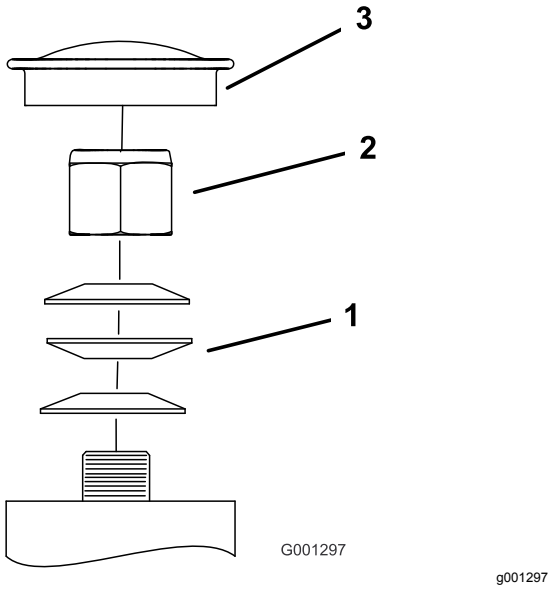

図 57
3. キャスタからダストキャップを外してロックナットを締め付ける図 57。
4. スプリングワッシャが平たくつぶれるまでロックナットを締め付け、その位置から 1/4 回転もどすと、ベアリングに対して適切な予負荷がかかる図 57。
重要 **スプリングワッシャが図 57のように正しく取り付けられていることを確認してください。**
5. ダストキャップを取り付ける図 57。